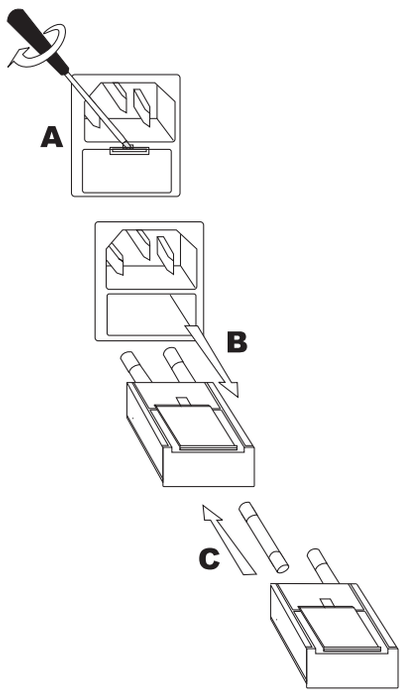

Afb. 9-1 Openen van de zekeringhouder
5. Neem de zekeringdrager eruit zoals getoond in Afb. 9-1 "Openen van de zekeringhouder" .